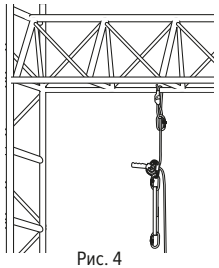

Рис. 4
- Присоедините трос к точке постоянной конструкции с помощью карабина над местом эвакуации (рис. 4).